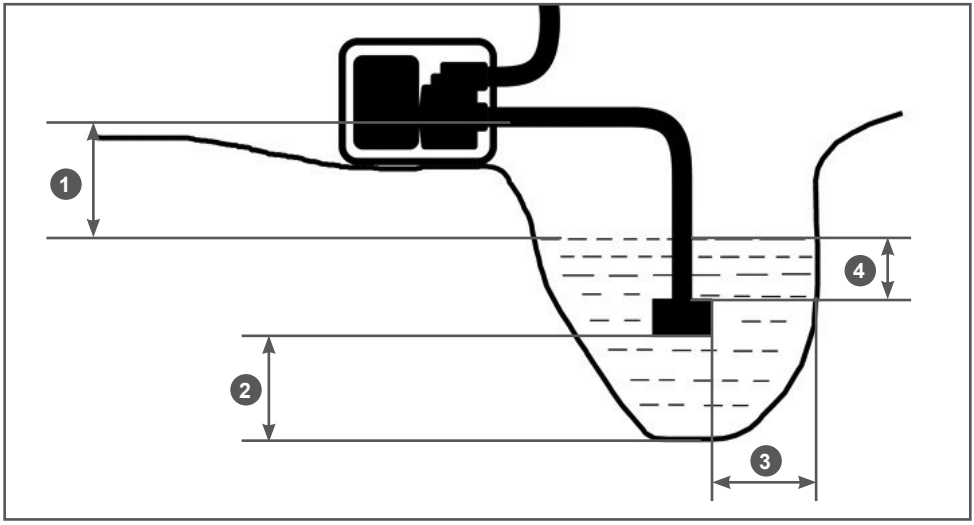

Рис. 12 Расположение мотопомпы и всасывающего фильтра
1. Установите мотопомпу вблизи водоема (емкости) на твердую ровную горизонтальную поверхность, опустите всасывающий рукав с установленным фильтром в водоем (емкость), обеспечив вертикальное положение фильтра. При расположении всасывающего рукава с установленным фильтром соблюдайте все требования, указанные на Рис. 12.
2. Необходимо установить мотопомпу как можно ближе к источнику воды. Чем меньше высота расположения мотопомпы по отношению к уровню забора воды (Рис. 12 п. 1), тем быстрее происходит всасывание воды и выше производительность насоса.